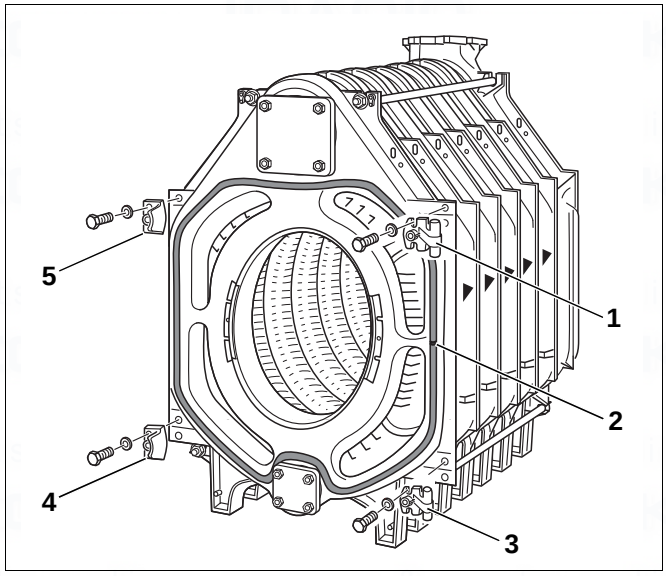

Fig. 31 Fitting the hinge pins and locking strips
- Place a few drops of Silastik adhesive,15–20 cm apart in the packing grooves (Fig. 31, [2]) on the front section (Fig. 31).
- Insert GP packing cord into the packing groove on the front section. The packing cord joint should be located at the side (Fig. 31, [2]).
- Screw each hinge pin (right-hand closure) to the front section with two machine bolts M12 × 55 (Fig. 31, [1] and [3]). For left-hand closing, secure accordingly on the left-hand side.
- Screw on locking strips with run-on slopes for the burner door (right-hand closing) to the front section with 2 machine screws M12 × 55 (Fig. 31, [4] **a**nd [5]). For left-hand closing, secure accordingly on the right-hand side.